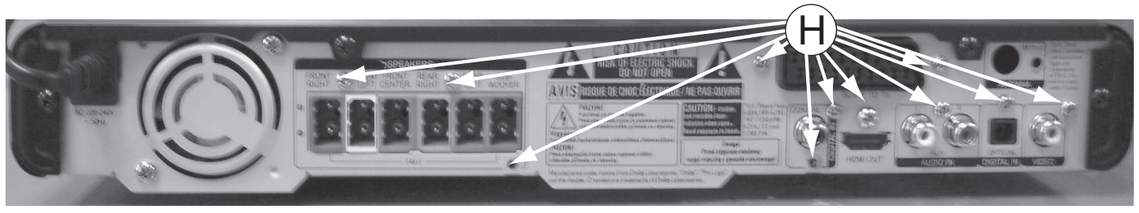

Figure 12
2) At the back panel, loosen 9 screws to remove MAIN Board and loosen 2 screw to remove Scart Board as shown in figure 12.